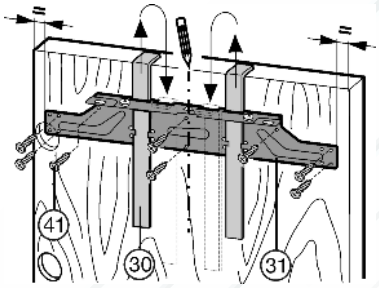

Fig. 21
▶ Открутите крепежную поперечину *Fig. 21 (31)* с помощью контргаек *Fig. 21 (32)*.
▶ Навесьте крепежную поперечину *Fig. 21 (31)* с монтажными вспомогательными элементами *Fig. 21 (30)* на внутреннюю сторону мебельной дверцы.
▶ Выравнивание крепежной поперечины *Fig. 21 (31)* по центру: начертите короткую центральную линию на мебельной дверце, совместите с ней острие стрелки поперечины.
▶ Прикрутите крепежную поперечину *Fig. 21 (31)* по меньшей мере 6 винтами *Fig. 21 (41)*.
▶ Прикрутите крепежную поперечину *Fig. 21 (31)* 4 винтами *Fig. 21 (41)* по краю.
▶ Вытяните вверх монтажные приспособления *Fig. 21 (30)* и, развернув, вставьте их в расположенные рядом приемные отверстия.